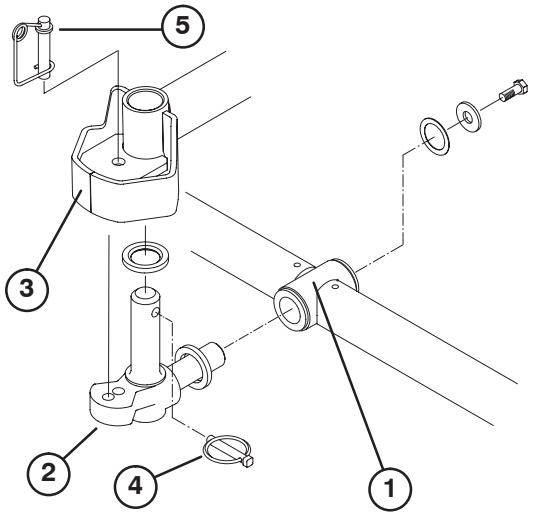

Figura 4
6. Introduza uma anilha de encosto no veio horizontal da articulação como mostrado na Figura 4.